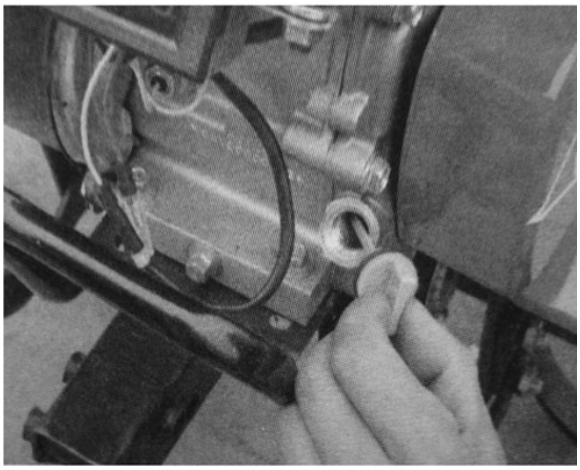

Figure 3
- Отвинтить щуп для измерения уровня масла и протереть его (см.Рис. 3)